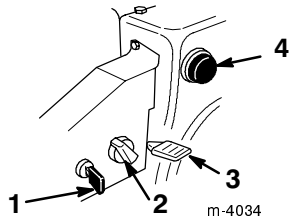

Figur 18
- **Tändningslås** (figur 18)—Sätt i nyckeln innan motorn startas. Ta ur nyckeln för att stanna motorn.
- **Choke** (figur 18)—Vrid choken medsols till *On* vid start av kall motor. För choken gradvis motsols mot *Off* allt eftersom motorn värms upp.
- **Gasreglage** (figur 18)—För gasen uppåt för att öka varvtalet och nedåt för att sänka varvtalet. För ner gasen helt och hållet för att stanna motorn.
- **Snapspump** (figur 18)—Tryck på snapspumpen för att pumpa in en liten mängd bensin i motorn så underlättas kallstart.
2. Ta ut nyckeln ur tändningslåset (figur 18).
3. Dra av chokeknappen (figur 18).
4. Vrid choken (figur 18) till *On*.
5. Sätt i tändningsnyckeln (figur 18).
6. Håll för hålet i mitten av snapspumpen med tummen (figur 18) och tryck in sakta tre gånger.
9. Vrid omedelbart choken (figur 18) till 3/4-läget så fort motorn startar. Rotera choken till 1/2-läget medan motorn värms upp. Rotera choken till *Off* (Av) när motorn är tillräckligt varm.
6. Stäng avstängningsventilen (figur 18).